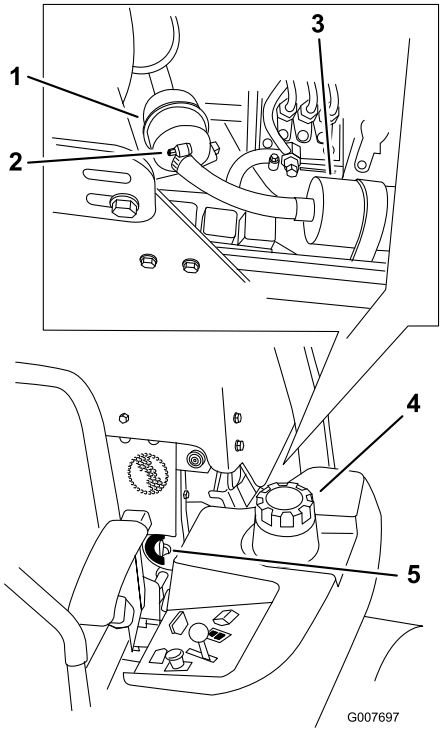

Figur 42
4. Stäng bränslekranen (Figur 42).
5. Lossa de två slangklämmorna och koppla loss bränsleslangarna från bränslefiltret (Figur 42).
6. Montera ett nytt filter. Koppla bränsleslangarna till bränslefiltret och montera de två slangklämmorna (Figur 42).